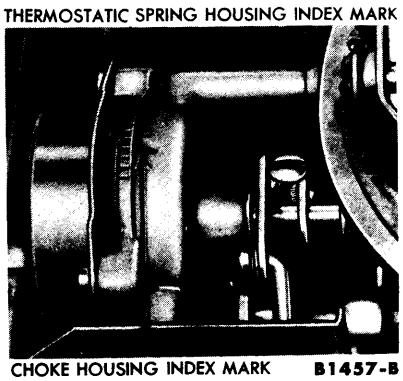

FIG. 21—Automatic Choke Setting
20. Set the thermostatic housing to the proper index mark (Fig. 21). **The setting may be 2 notches on either side of the mid-position mark to suit operating conditions.**